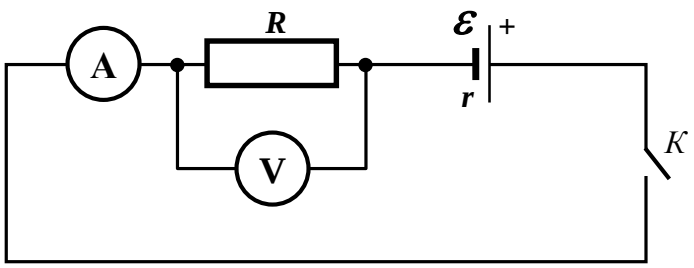
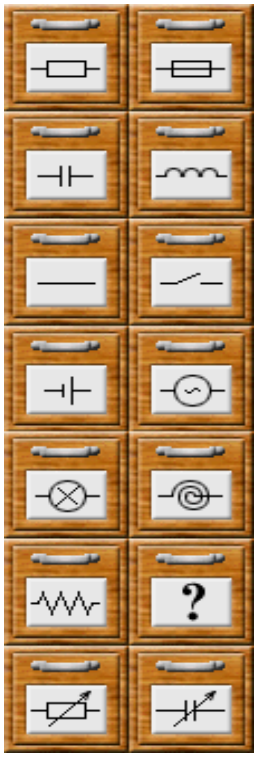

Рис. 2
Рис. 3
Для определения удельного электрического сопротивления первым способом, необходимо собрать электрическую цепь по схеме (рис. 2). По второму способу достаточно выставить на монтажный стол исследуемый проводник, вызвать мультиметр, перевести его в режим омметра и непосредственно измерить электрическое сопротивление исследуемого проводника.
2. Соберите на виртуальной монтажной плате электрическую цепь по схеме, изображённой на рис. 2. Для этого на панели с радиодеталями (рис. 3) курсором «мышки» выбирайте необходимые элементы и переносите их на монтажную плату. Мультиметры вызываются нажатием клавиши, изображённой на рис.5б. Один из них переведите в режим амперметра постоянного тока, другой – в режим вольтметра постоянного напряжения (правила работы с цифровым мультиметром приведены в приложении или «Контекстной справке», вызываемой клавишей, изображение которой приведено на рис. 5в).